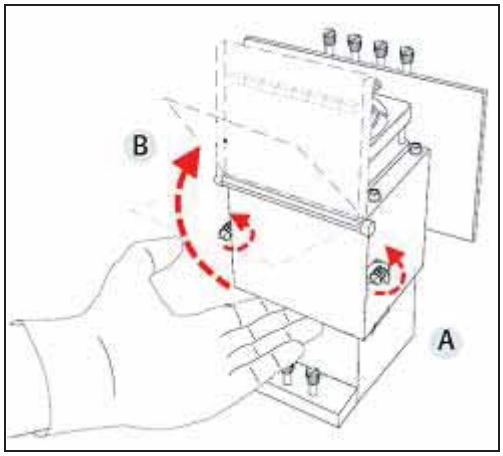

Figure 6-68: Opening the print-head compartment
a. Open the print head compartment (see figure 6-68 on page 46).